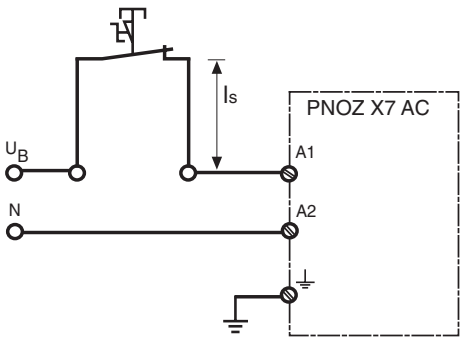

Fig. 4: Leitungslänge l_s der Stichleitung/Cable length l_s of the branch line/Longueur câblage l_s en dérivation
- Stichleitung (s. Fig. 4): max. Länge der Stichleitung l_s und max. Kabelkapazität C_L in Abhängigkeit der Versorgungsspannung U_B:
- branch line (Fig. 4): max. length of the branch line l_s and max. capacity will depend on the supply voltage U_B:
- Câblage en dérivation (v. Fig. 4): long. max. de la dérivation l_s et capacité max. dépend de la tension d'alimentation U_B: